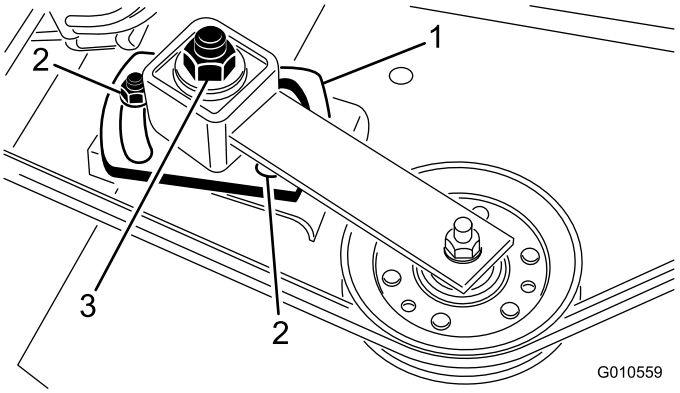

Figur 30
5. Brug en topnøgle og en momentnøgle til at stramme styreremskivens justermøtrik til 47-54 N·m (Figur 30).